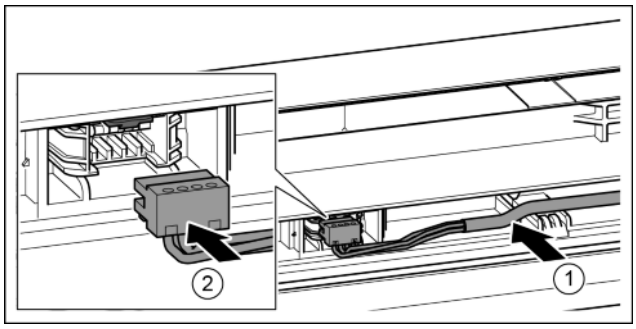

Fig. 41
▶ Graues Kabel in die Führung in der oberen Tür einlegen. *Fig. 41 (1)*
▶ Stecker einrasten. *Fig. 41 (2)*